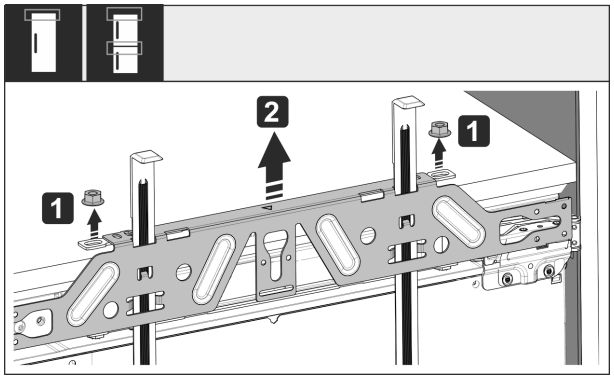

*Fig. 55*
▶ Desfaceți contrapiulițele *Fig. 55 (1)*.
▶ Detașați traversa de fixare *Fig. 55 (2)*.